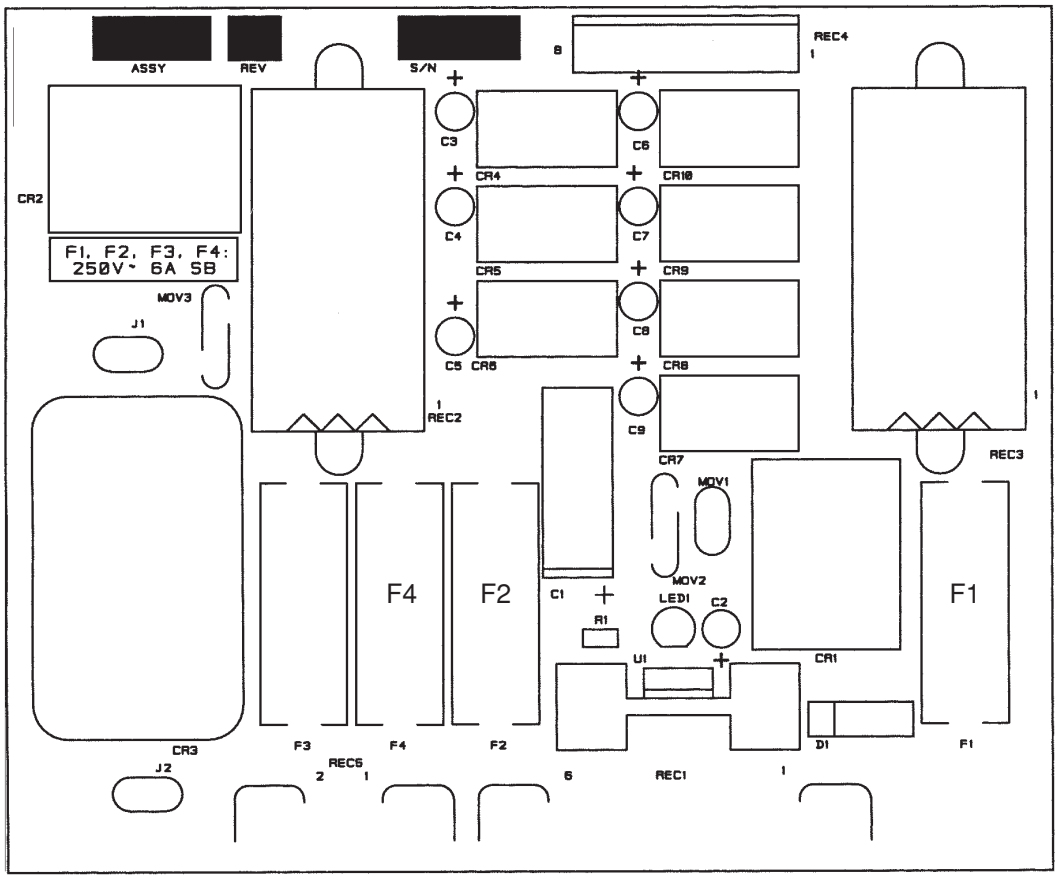

Abbildung 6-2 Stromverteilerkarte PCB1
6. Spannung an der Stromverteilerkarte PCB1 messen. Eine Detailzeichnung der PCB1 befindet sich in Abb. 6-2. Sicherungen F1, F2 und F4 auf der Karte aufsuchen. Die Messungen zwischen jeder der Sicherungen und der Gehäuseerdung sollten folgendes ergeben:
1. Die Lüfter arbeiten nicht und die Wechselstrom (POWER AC)-Anzeige leuchtet nicht.	**1.1.** *Der Hauptschalter ist in AUS (OFF)-Stellung.* Hauptschalter in EIN (ON)-Stellung bringen. **1.2.** *Die dazugehörige Verdrahtung hat keinen guten Kontakt.* Verkabelung vom Hauptschalter zu REC1 der Stromverteilerkarte überprüfen. **1.3** *CR2 auf der Stromverteilerkarte (PCB1) ist defekt.* Überprüfen, ob CR2 bei auf EIN (ON) geschaltetem CB1 schaltet. Siehe Abb. 6-2 bezüglich der Lage von CR2. Ist CR2 defekt,